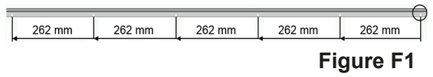

Figure F1
• Measure and drill remaining 5 holes at 262 mm centers and 9mm up from the bottom edge of the rope track as shown in **Figure F1.**